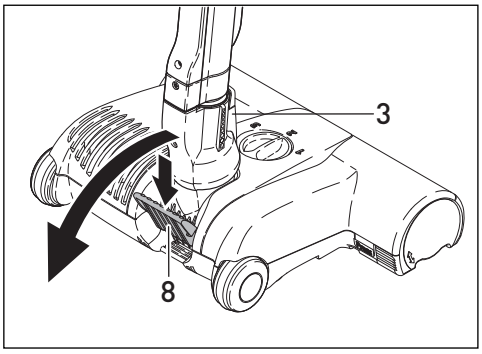

Figure 2
A. Quand la tête de la brosse est activée avec le pivot du manche (#3, figure 2) verrouillé dans sa position verticale, le rouleau à brosse ne tournera pas et le voyant marche/arrêt s'allumera en jaune*. Pour sortir la tête de brosse de sa position verticale, appuyer sur la pédale (#8, figure 2) et abaisser le pivot de manche pour le mettre en position de fonctionnement normal. Le rouleau à brosse commencera alors à tourner et le voyant marche/arrêt de la tête de brosse s'allumera en vert*.
En pressant le pédale (#8, figure 2) et en baissant le cou tournant, vous activez la tête et la brosse commence à tourner. Un mauvais usage de la pédale peut causer des dommages à la machine. Le contrôle électronique de la brosse agit comme moniteur et vérifie l'état de la brosse, en le communiquant à travers les lumières du haut de l'appareil.